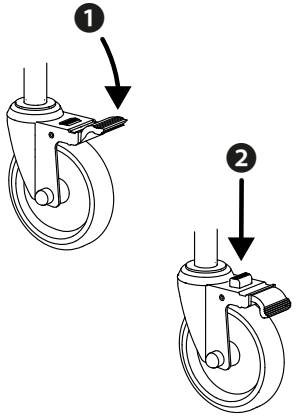

fig.10
1. Accione el mecanismo de freno bajando el interruptor basculante de bloqueo con el pie (1, fig. 10).
2. Para soltar el freno, pise con el pie el interruptor basculante pequeño (2, fig. 10).